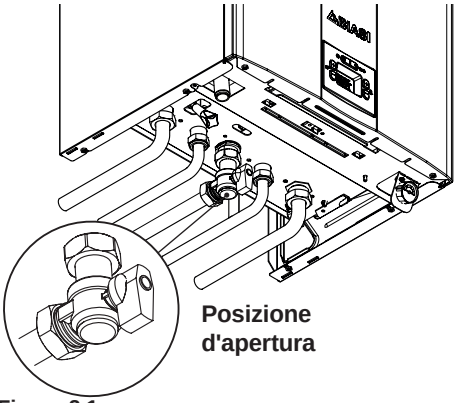

Figura 2.1
- I rubinetti della caldaia e quelli previsti in installazione devono essere aperti (Figura 2.1).